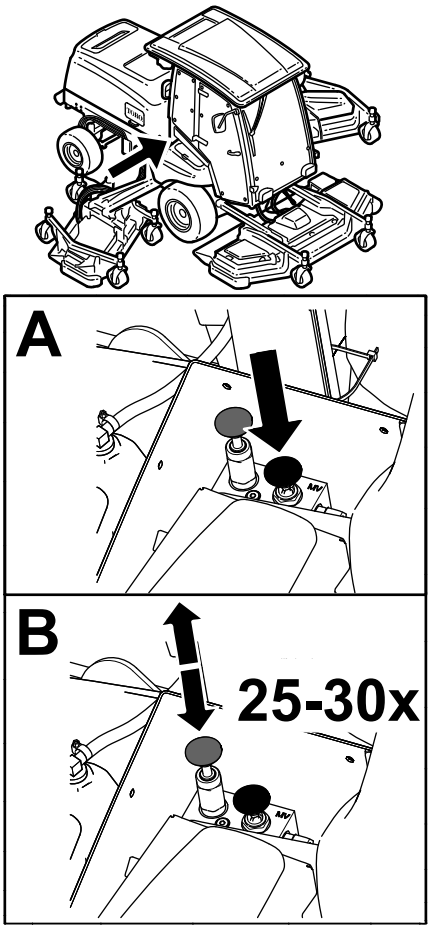

**Figuur 70**
1. Omloopklep (2)
4. Stel de automatische parkeerrem handmatig vrij met de omleidingsklep en de plunjer; zie Figuur 70.